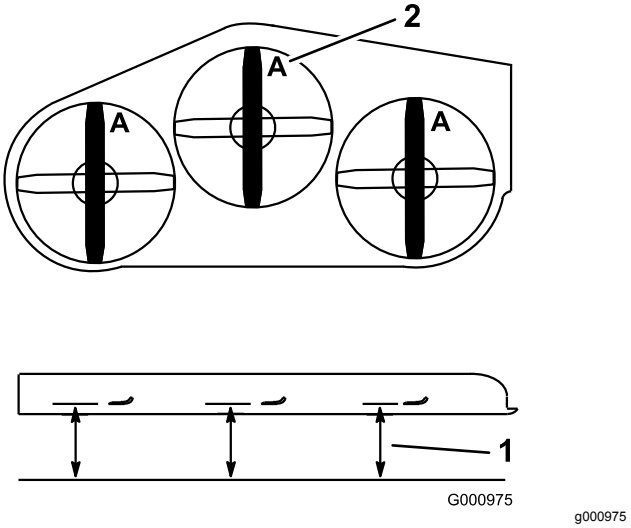

Figur 56
2. Mål fra en plan overflade til skæreknivenes skærekant, position **A** (Figur 56).